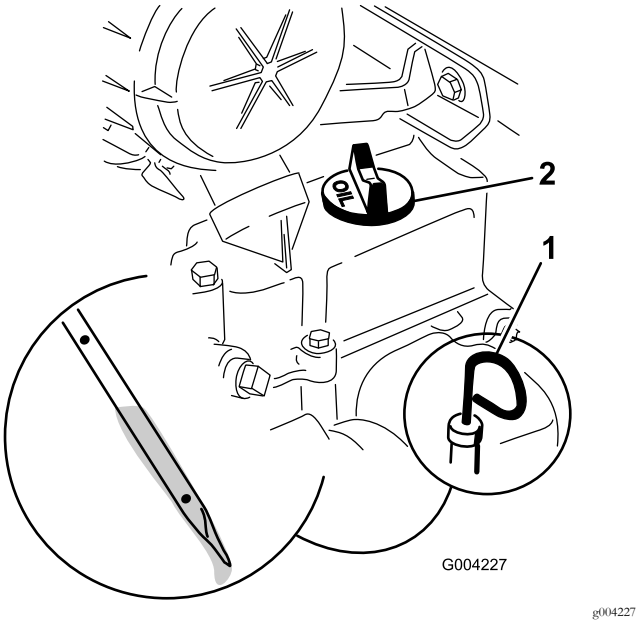

**Rysunek 17**
4. Wyczyść obszar wokół wskaźnika poziomu oleju (Rysunek 17).
5. Wyjmij wskaźnik poziomu oleju i wytrzyj metalową końcówkę (Rysunek 17).
6. Wsuń wskaźnik poziomu oleju do rurki wskaźnika (Rysunek 17).
8. Jeśli poziom oleju jest niski (poniżej dolnego otworu), oczyść okolice korka wlewu oleju i zdejmij korek (Rysunek 17).